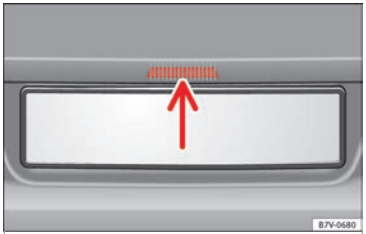

Fig. 7 Opening the boot hatch from the outside
- Raise the rear lid using the button ›› Fig. 7 (arrow).